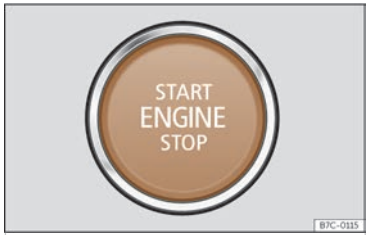

Fig. 89 Pulsador de arranque.
Al acceder al vehículo el pulsador de arranque ››› fig. 89 parpadea para llamar la atención sobre él.
• Presione el pulsador de arranque ››› fig. 89 sin pisar el acelerador. Para que el motor arranque debe haber una llave válida en el vehículo.
- Presione brevemente el pulsador de arranque ››› **fig. 89**.